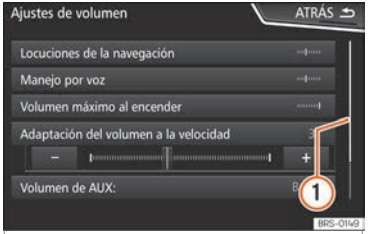

Fig. 195 Entradas de una lista de un menú de ajustes.
La barra de desplazamiento se muestra a la derecha y su tamaño depende de las entradas de la lista ››› fig. 195 ①.